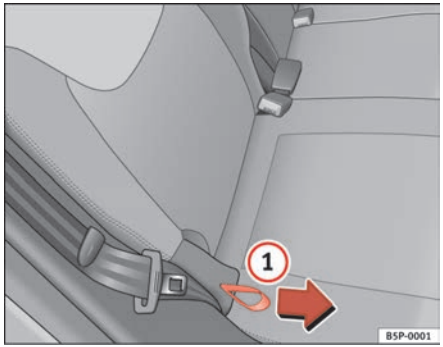

Fig. 98 Rear seat back-rest angle adjustment
– Hold the backrest at the top. Pull the loop on the side of the seat ⇒ fig. 98 (1) in the direction of the arrow and hold the loop in this position. Push the backrest to the required position and release the loop.